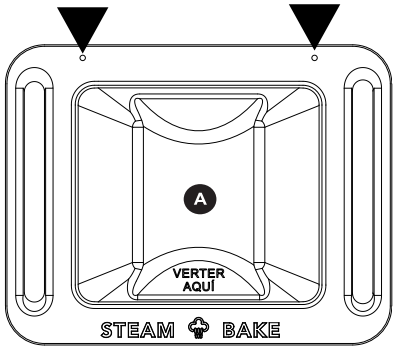

Figura 10
a. Retire los dos tornillos ubicados en la parte inferior trasera de la cavidad del horno. Levante la parte inferior del horno (**A**) de la cavidad del horno (consulte la Figura 10).